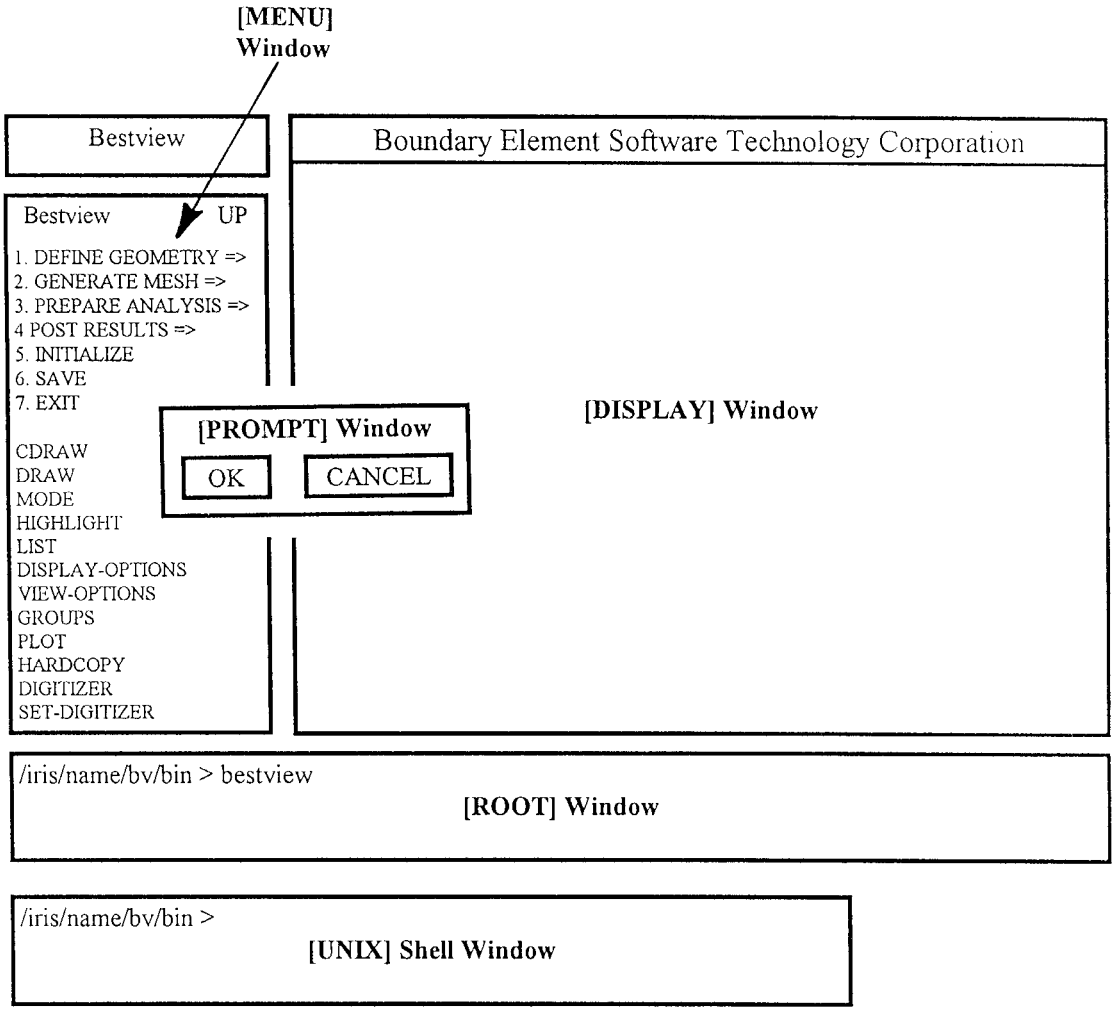

Fig. 1.5.1 Window Positions for BESTVIEW
When you work with BESTVIEW, most of the options that you *select* work on an interactive level. The term *select* will henceforth imply that you place the cursor over the option you would like to use and click the left mouse button. Some of the queries asked by BESTVIEW (sometimes referred to as *system* in later chapters) appear in a special box (referred to as the *prompt window*) to the left of the screen. Sometimes, you will get certain default values for the chosen option. In the event that you want the same value, select the OK button. If you wish to give a value other than the default, press the ESC key (or alternately select the CANCEL button) to clear the prompt window. Then *enter* the value you want. Henceforth, whenever we say *enter*, it implies typing the relevant quantity and hitting the CARRIAGE RETURN (CR) key. To come out of the prompt window, select CANCEL or press the ESC key a couple of times. Sometimes however, the system queries come in the window from where you invoked BESTVIEW (we would refer to this window as the command window). (see Fig. 1.5.1 below)